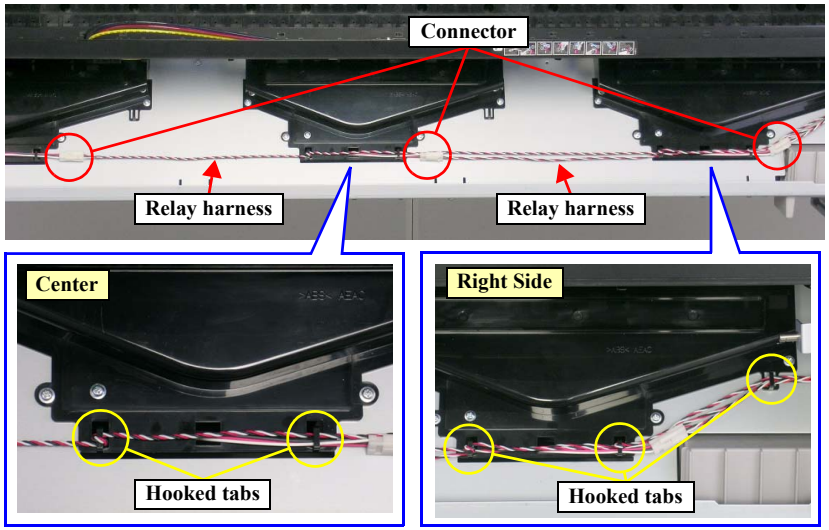

Figure 4-78. Releasing the Relay Harnesses
7. Disconnect the three connectors of the VACUUM FAN ASSY. from the relay connectors. *See Figure 4-78.*
8. Release the two relay harnesses from the five retaining clips (two clips on the center, and three clips on the right side) of the VACUUM FAN ASSY. *See Figure 4-78.*